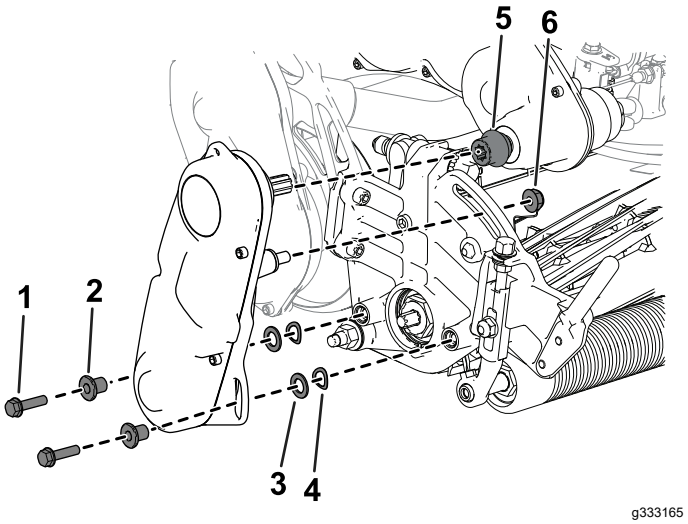

**Figuur 45**
6. Gebruik de eerder verwijderde inbusschroeven, ringen en afstandsstukken om de messenkooiaandrijving te bevestigen aan de zijplaat van de maai-eenheid (Figuur 45).
Zorg ervoor dat de aandrijfas van de messenkooiaandrijving gemonteerd is aan de koppeling van de transmissieaandrijfas (Figuur 45).